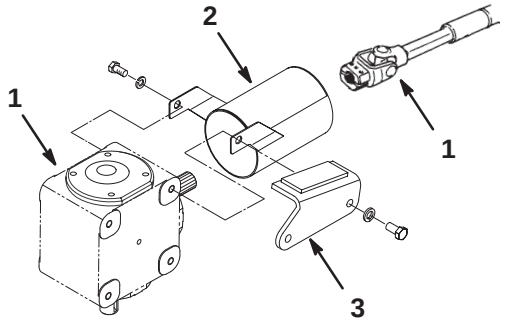

Figure 6
1. Remove (2) capscrews and lockwashers securing PTO guard mounting brackets and gearbox guard to gearbox (Fig. 6). Retain fasteners for re–installation.
2. Slide PTO shaft guard onto PTO shaft, positioning guard as shown in figure 6.
6. Re–install PTO shaft guard and gearbox guard to gearbox with (2) capscrews and lockwashers previously removed.